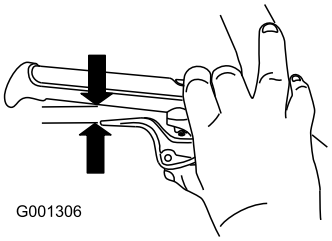

Rysunek 9
5. Ściśnij całkowicie dźwignię, po czym sprawdź przerwę między dołem uchwytu i końcówką dźwigni sprzęgła koła (Rysunek 9).